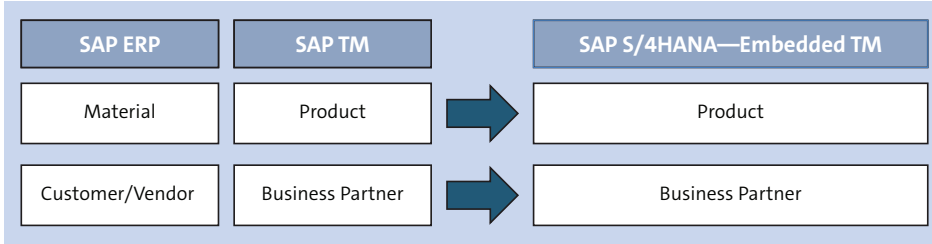

Figure 4.7 Integration of SAP TM with Traditional SAP ERP versus Embedded SAP TM Functionality in SAP S/4HANA
- Harmonized master data, with no interfaces required any longer (see Figure 4.7)
Figure 4.7 shows the business partner and material master requirements for traditional SAP ERP and the embedded SAP TM within SAP S/4HANA.